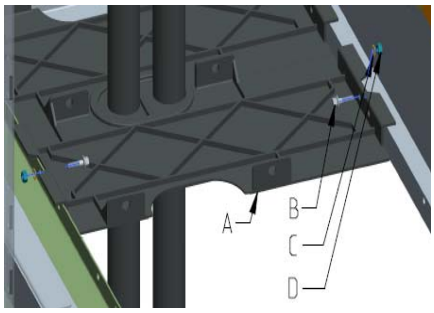

Figure 4.7.13
- Placer la deuxième tôle (Figure 4.7.13 A) dans la cellule, de sorte que le caoutchouc de traverse soit fixé.
- Fixer la tôle de fond de chaque coté au châssis à l'aide de la vis à embase crantée (Figure 4.7.13 B), de la rondelle à ressort (Figure 4.7.13 C) et de l'écrou (Figure 4.7.13 D).